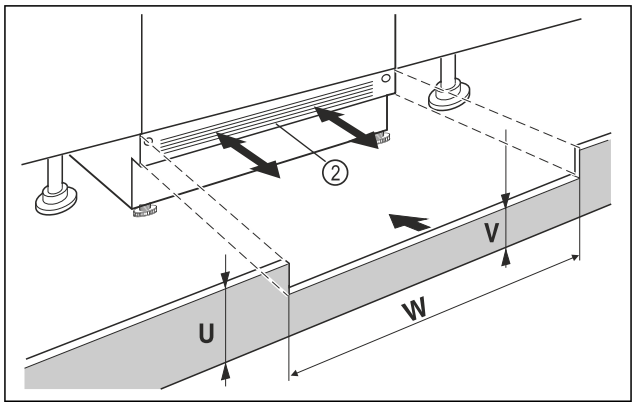

Fig. 46 Beispielhafte Darstellung
- ▶ Gerätesockelblende *Fig. 46 (2)* aufsetzen aber noch nicht fixieren.
- ▶ Bei sichtbarer Sockelblende *Fig. 46 (2)*, diese so weit nach vorn ziehen, dass Vorderkante Lüftungsgitter und Möbelsockelblende eine Ebene bilden.
- ▶ Bei verdeckter Sockelblende *Fig. 46 (2)*, diese ganz nach hinten schieben.
- ▶ Auf komplett freie Lüftungsschlitze achten: Bei Bedarf Höhe der Möbelsockelblende *Fig. 46 (U)* zuschneiden!
- ▷ Entlang der Nischenbreite *Fig. 46 (W)* die Steghöhe *Fig. 46 (V)* unter der Gerätesockelblende *Fig. 46 (2)* einpassen.